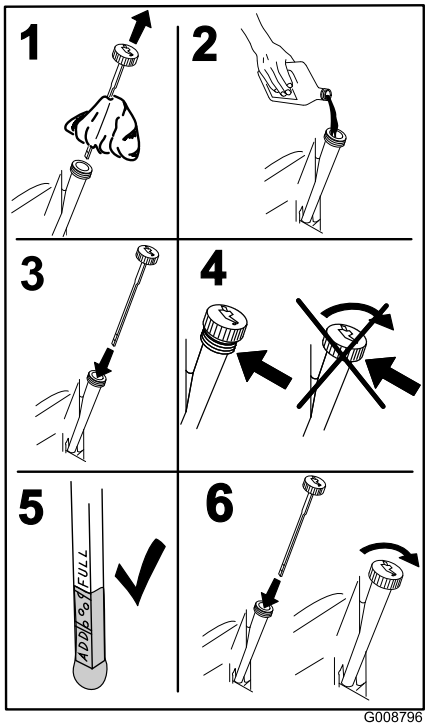

Figuur 45
5. Giet langzaam ongeveer 80 % van de gespecificeerde olie in de vulbuis en voeg langzaam de rest van de olie toe tot het peil de markering **Vol** bereikt (Figuur 45).